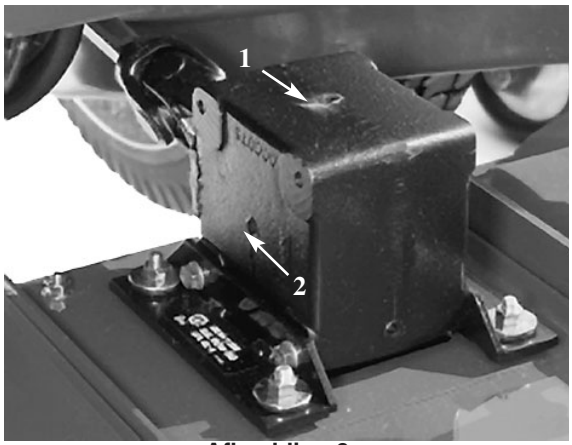

Afbeelding 6
2. Verwijder de controleplug uit de zijkant van de tandwielkast en controleer of het tandwielolie tot onder aan het gat zit (Afb. 6). Indien het smeeroliepeil te laag staat verwijdert u de vuldop boven op de tandwielkast en vult u voldoende smeer bij totdat dit aan de bodem van het gat in de zijkant staat.